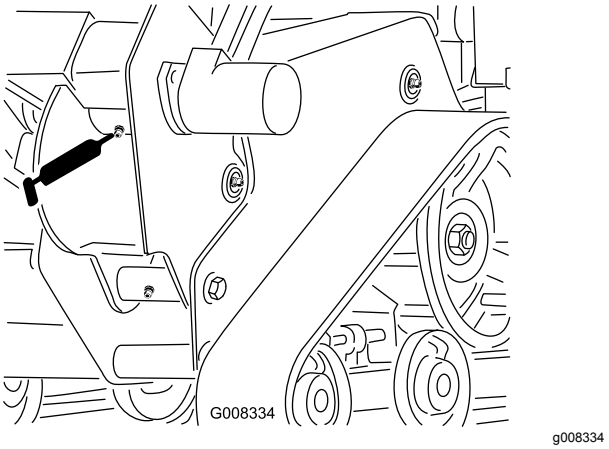

Figuur 27
3. Maak de smeernippel op het huis van de machine schoon met een lap en zet er een vetspuit op (Figuur 27).